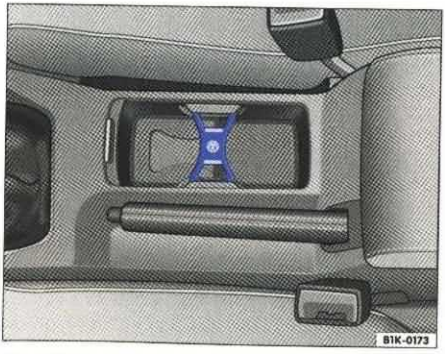

Rys. 74 Otwarty schowek jako uchwyt pojemnika do napoju
– Ustawić np. butelkę lub puszkę z napojem w uchwycie i przesunąć otwieracz butelek ⇒ strona 92, rys. 74 do przodu lub do tyłu, aż otwieracz całkowicie obejmie napój.